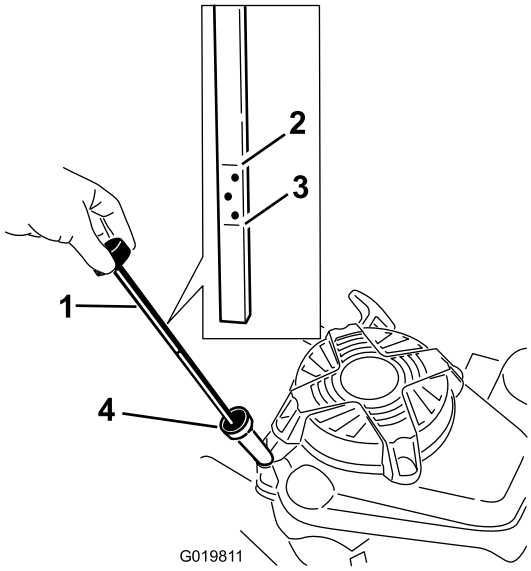

Figura 4
3. Se il carter è vuoto, aggiungete nel tubo di riempimento una quantità d'olio pari a circa 3/4 della capacità del carter stesso (Figura 4).
6. Controllate il livello dell'olio sull'asta (Figura 4).